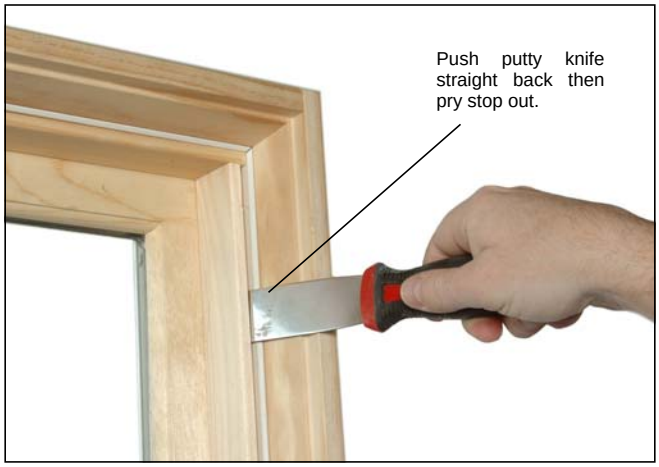

Figure 1
1. Remove the jamb covers and head jamb cover with a stiff bladed putty knife or small pry bar. Push the tool between the wood cover and vinyl and then pry out carefully. See figure 1.